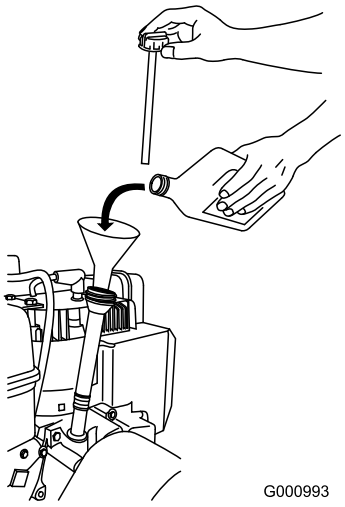

Figur 34
2. Ta ut oljestickan och kontrollera oljenivån (Figur 34). Fyll på olja om oljenivån ligger under markeringen Add. Se avsnittet Fylla på olja i motorn.